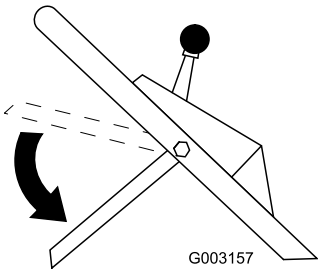

Rysunek 17
8. Ustaw dźwignię sterującą ostrzem na najniższej pozycji (Rysunek 17).